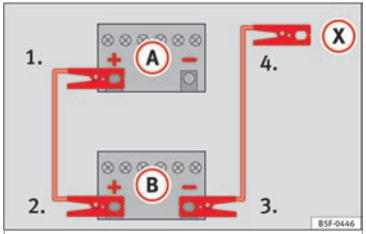

Fig. 76 Diagram of connections for vehicles without Start Stop system
2. Connect one end of the *red* jump lead to the positive (+) terminal of the vehicle with the flat battery (A) ››› **Fig. 76**.
3. Connect the other end of the *red* jump lead to the positive terminal (+) in the vehicle providing assistance (B).
4. *For vehicles without Start-Stop system:* connect one end of the *black* jump lead to the negative terminal (–) of the vehicle providing the current (B) ››› **Fig. 76**.